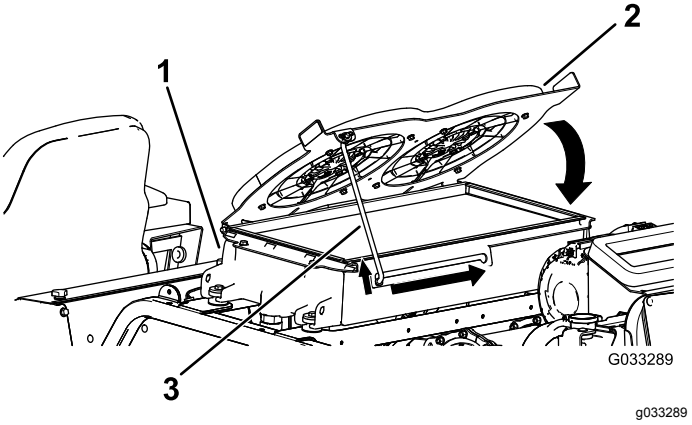

Figur 123
4. Sving de hydrauliske kjølevifter nedover og lås støttestangen i hakket (Figur 123).